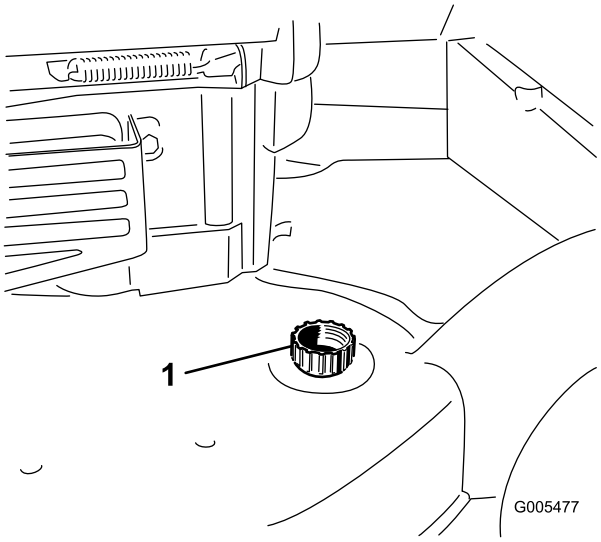

Figur 40
3. Anslut en trädgårdsslang, som är ansluten till en vattenkälla, till tvättanslutningen på klipparkåpan (Figur 40).